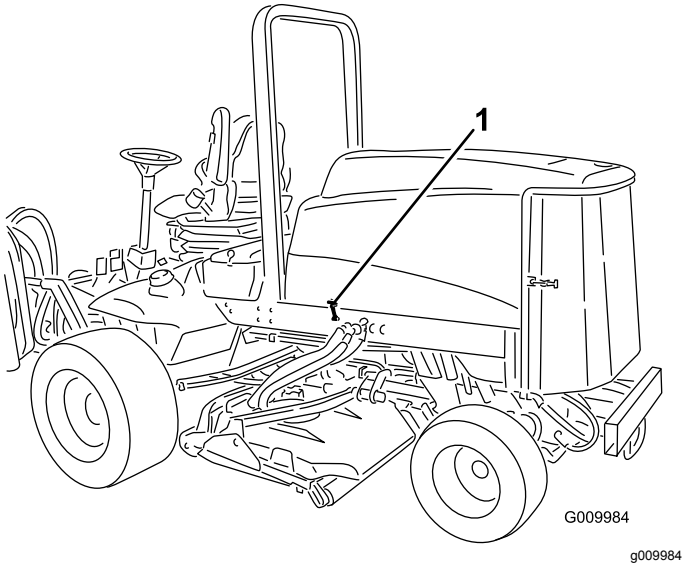

Figur 47
1. Frigjør panserfestene (Figur 47) og sving opp panseret.